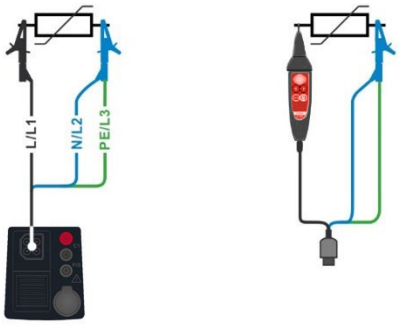

Abbildung 7.14: Anschluss der 3-Leiter-Prüfleitung und der optionalen Commander-Prüfspitze (044155)
- Schließen Sie die Prüfleitungen am Prüfobjekt an (siehe ***Abbildung 7.14***.)